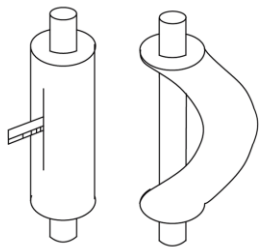

Fig. 14
(2) Do not bend the pipe over 90°.
(3) If pipe is repeatedly bent or stretched, it will get hard and difficult to bend and stretch again. Therefore, do not bend or stretch the bend for over 3 times.
(4) In case that direct bending will open cracks to the pipe, first use sharp cutter to cut the insulating layer, as shown in Fig.14. Do not bend the pipe until it is exposed. When bending is done, wrap the pipe with insulating layer and then secure it with adhesive tape.